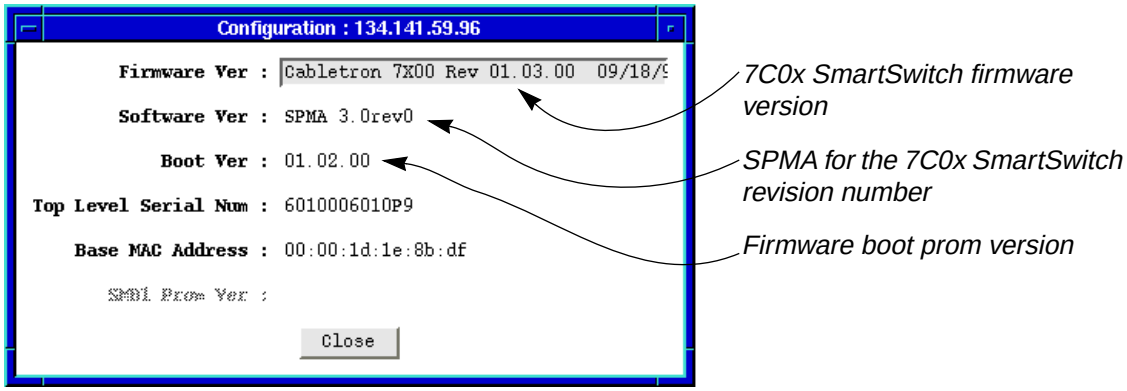

Figure 2-11. Device Configuration Window
2. Drag down to **Configuration**, and release. The Device Configuration window, Figure 2-11, will appear.